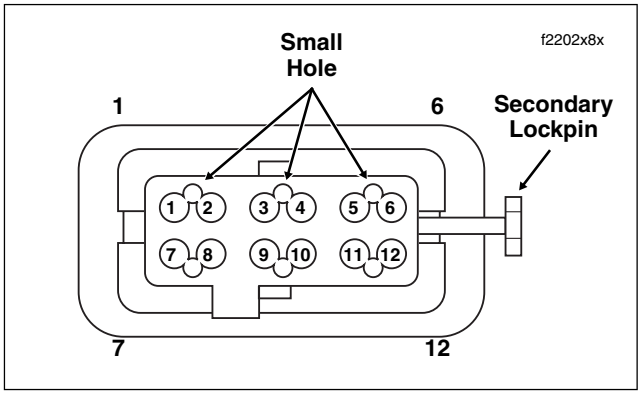

Figure B-27. Mating End of Connector
2. Locate the head of the secondary lockpin on one side of the connector housing. See Figure B-27.
a. Locate small hole between terminals on mating end of connector. See Figure B-27.
For wire location purposes, the corners of the socket housing are stamped with the numbers 1, 6, 7 and 12, representing terminals 1-6 on one side, and 7-12 on the other. See Figure B-27.